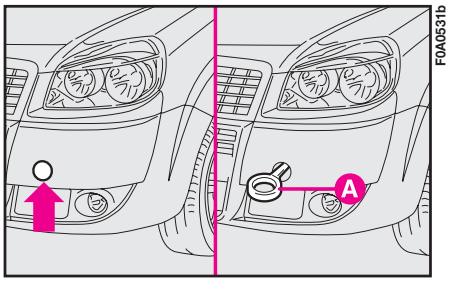

fig. 46
**2)** Remove the flap **fig. 46** on the bumper levering with a screwdriver in the point shown by the arrow.
**3)** Fasten the hitch **A-fig.46** on the threaded pin.